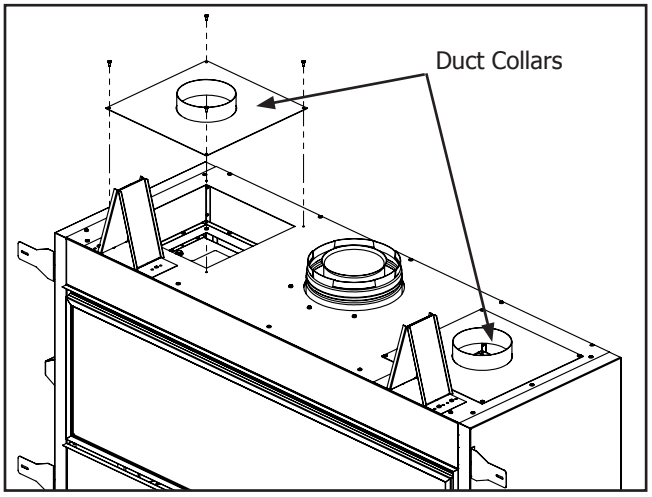

Figure 12. C44 - Duct Collars Installed
Step 2: Attach the supplied duct collars to the top of the C44 cabinet as shown (Figure 12). Secure the collars by re-using the eight (8) screws saved in the previous step.